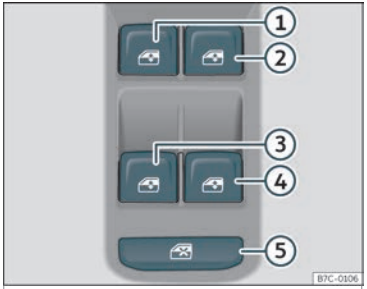

Fig. 84 Detalle da porta do condutor:mandos para as fiestras.
Mediante o mando de seguridade ››› **fig. 84** ⑤ da porta do condutor pode desactivar as teclas dos alzavidros das portas traseiras.